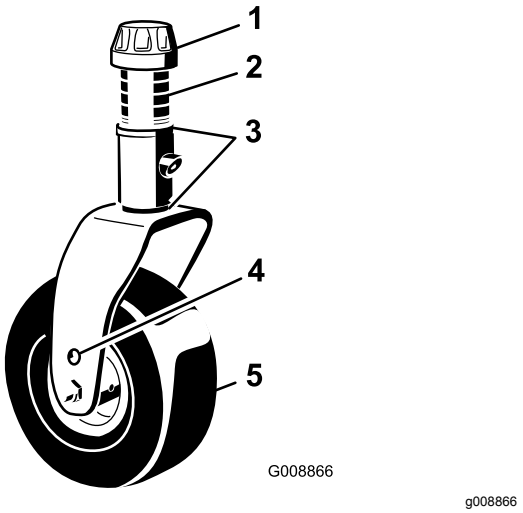

Figur 141
1. Ta bort spännlocket från svänghjulsspindelns axel och skjut ut spindeln ur svänghjulsarmen (Figur 141).
Ta bort spännlocket och hjulgaffeln (Figur 141).